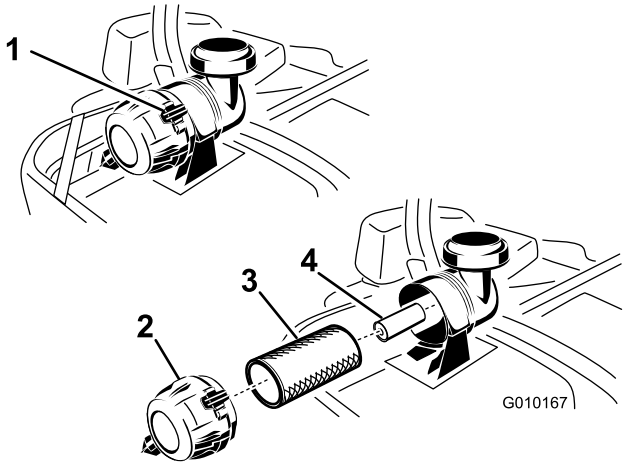

Figur 51
3. Skyv ned for å åpne låsene på luftrenserdekslet og trekk luftrenserdekslet av luftrenserkroppen (Figur 51).
5. Skyv hovedfilteret forsiktig ut av luftrenserkroppen (Figur 51). Pass på at filteret ikke slår bort i luftrenserkroppen.
1. Rengjør ikke papirfilteret, erstatt det (Figur 51).
2. Hvis du skifter ut hjelpefilteret, skyv det forsiktig inn i filterkroppen (Figur 51).
3. Skyv hovedfilteret forsiktig inn over hjelpefilteret (Figur 51). Påse at det sitter godt ved å trykke på den ytre kanten av filteret mens du installerer det.
4. Sett luftrenserdekslet med ventilatorlokket ned og vri det slik at låsene låser dekslet på plass (Figur 51).